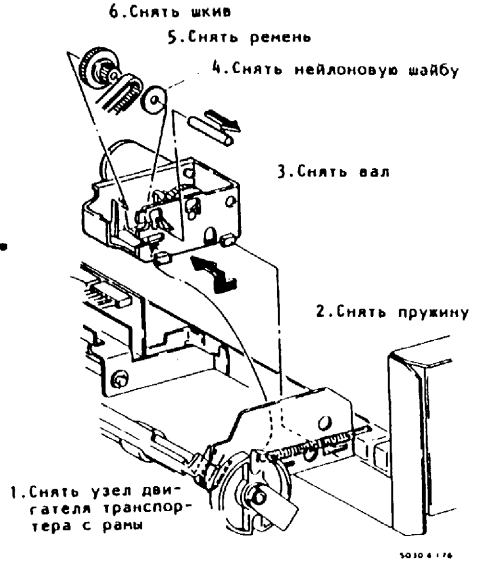
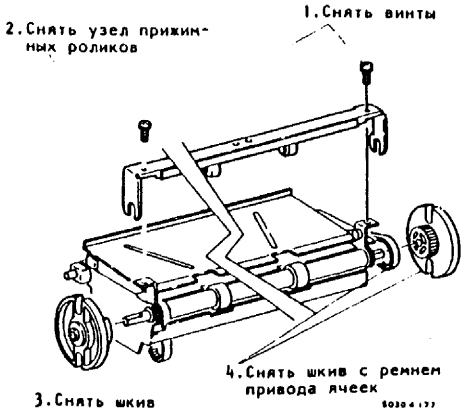
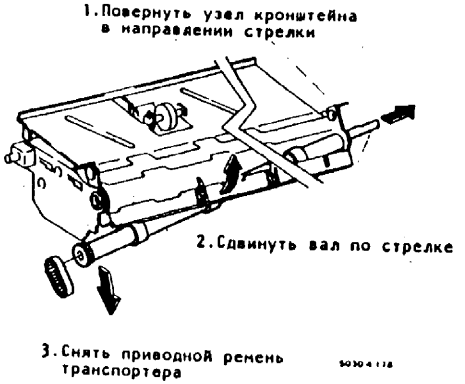

Рис.3. Снятие ремня привода транспортера
Рис.4. Снятие привода транспортера
Рис.5. Снятие ремня привода транспортера
6. (Рис.3, Рис.4, Рис.5): Снять ремень привода транспортера.